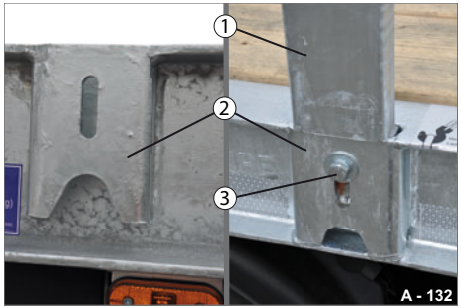
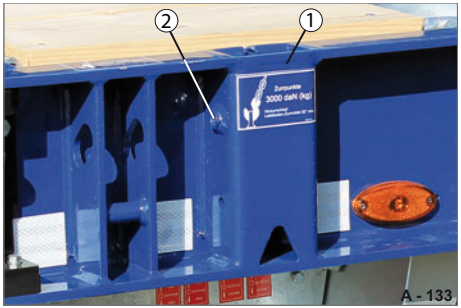

Abb. 103 Rungen, Sicherung von vorne
Abb. 104 Rungen, Sicherung von der Seite
- ▶ Stecken Sie die Runge (Abb. 103/1) ganz in die Rungentasche (Abb. 104/1) ein.
- ▶ Sichern Sie die Runge mit Schraube in der Sicherungsmutter (Abb. 104/2) von der Seite aus.